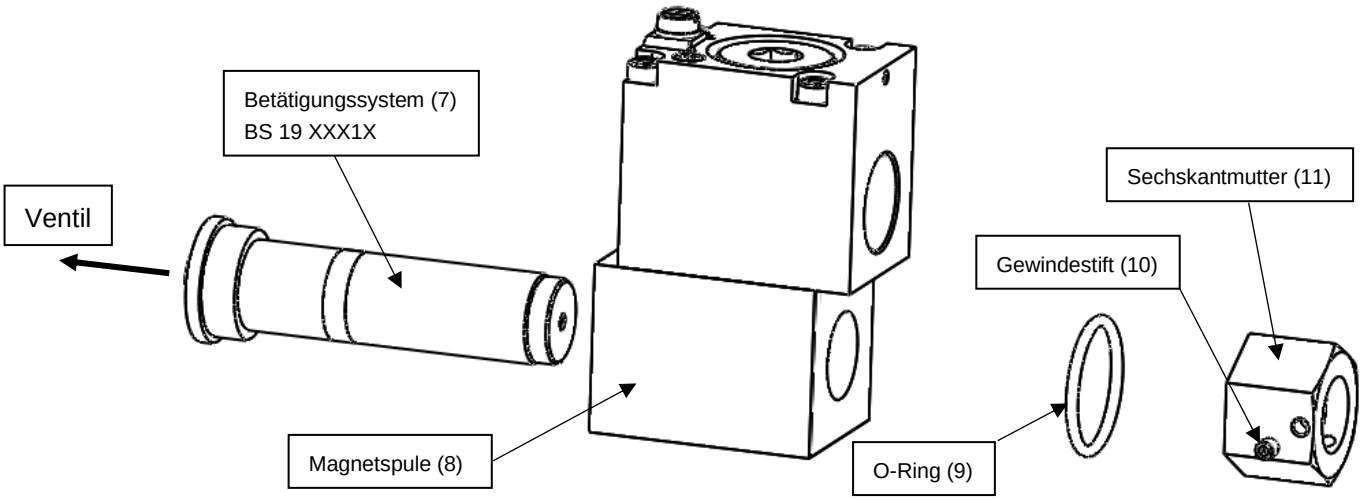

Abbildung 4: Explosionsdarstellung mechanischer Anschluss
Die Montagereihenfolge, welche beim Verbau der Magnetspule (8) und des Betätigungssystems (7) zu beachten ist, wird in Abbildung 4 dargestellt. Beachten Sie die in Tabelle 15 angegebenen Anzugsmomente.
Schieben Sie die Magnetspule (8) in der in Abbildung 4 dargestellten Reihenfolge über das Betätigungssystem (7) und bringen Sie den O-Ring (9) und die Sechskantmutter (11) an. Ziehen Sie die Sechskantmutter (11) mit dem in Tabelle 15 definierten Anzugsdrehmoment fest. Sichern Sie die Sechskantmutter mit den mitgelieferten Gewindestiften (10) ab, indem Sie diese mit dem in Tabelle 15 vorgegebenen Anzugsdrehmoment beaufschlagen.
Bei der Montage ist darauf zu achten, dass die Verschlussschraube (Abbildung 4, Pos.1), der O-Ring (Abbildung 4, Pos.2) und die daran angrenzenden Installationsflächen frei von Verschmutzung und Beschädigung sind. Für den sicheren Betrieb dieses Gerätes muss zwingend die originale Verschlussschraube verwendet werden.
Der Gewindestift (Abbildung 4, Pos.3) muss nach der Montage der Verschlussschraube vollständig eingedreht werden. Dieser Gewindestift dient im Betrieb des Gerätes dem Schutz gegen selbstständiges Lösen der Verschlussschraube.